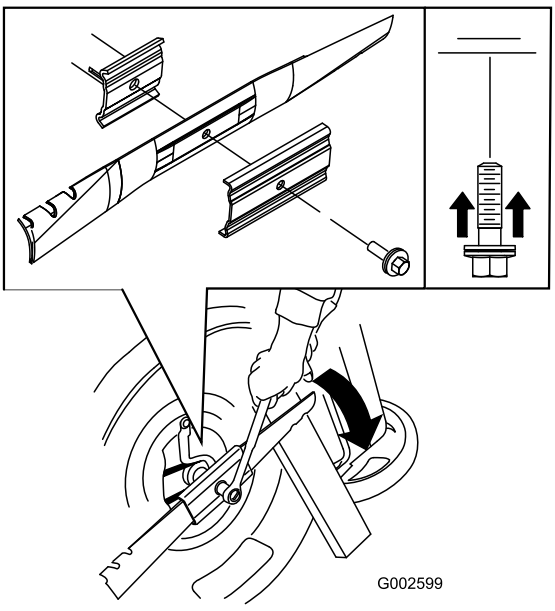

Bild 30
5. Installieren Sie ein neues Messer (drehen Sie die Messerschraube nach rechts) und alle Befestigungen (Bild 30).